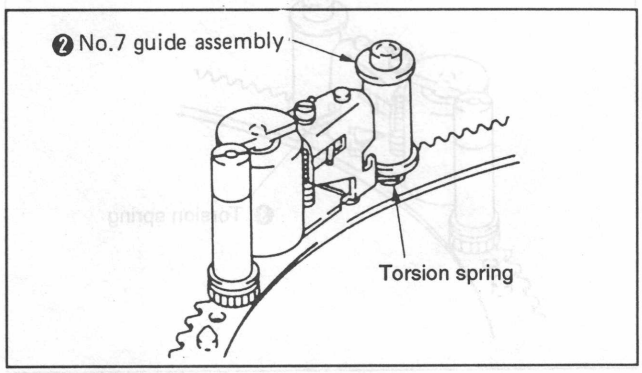

Fig. 7-25.
4) Hook the torsion spring on No. 7 guide assembly ❷. (See Fig. 7-25.)